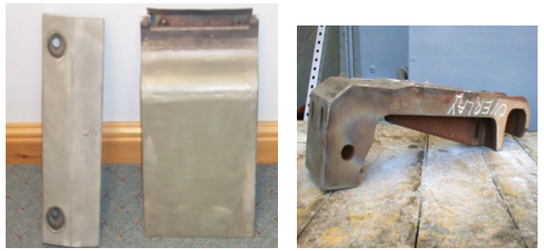

Figure 6: Colmonoy 88 coated side plates and grate bar casting
These coatings have been applied to a range of components from grate bars, through to super heater tubes and boiler walls (4). See Figure 6.